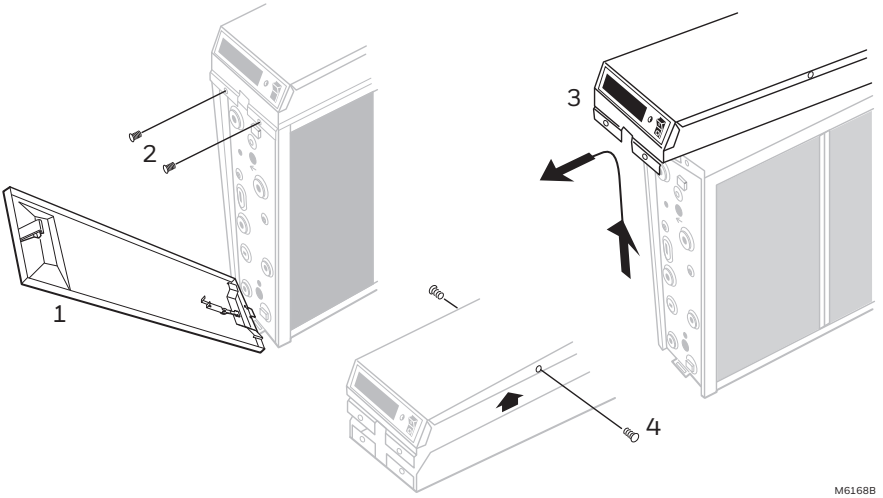

Fig. 1. Remove power box.
4. Remove and retain the two screws from the sides of the power box. See Fig. 1.
The solid-state power supply within the power supply box can be replaced. When troubleshooting indicates a power supply or solid-state performance indicator problem, replace the entire power box or replace the power supply within the box. See Installation Instructions, form 69-0776. See Fig. 1 for power box removal.